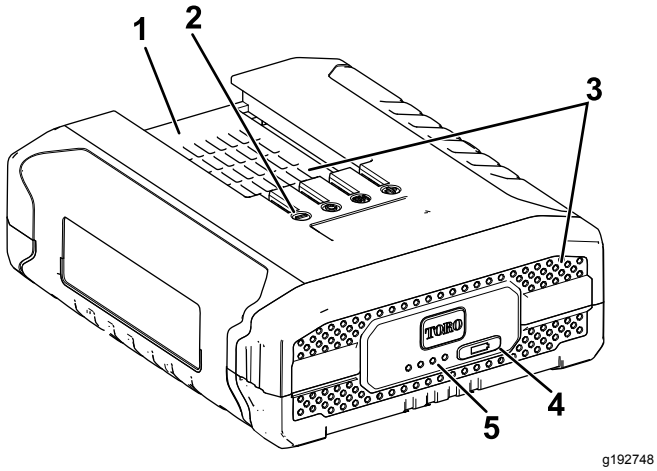

Figure 23
2. Alignez le creux de la batterie (Figure 23) sur la languette du chargeur.